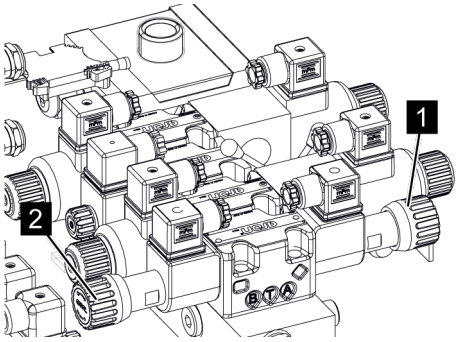

Fig. 94: Activating function
6. *For **outrigger operation**, screw the valve (*Fig. 94*/1) in clockwise up to the stop.*
*For **platform operation**, screw the valve (*Fig. 94*/2) in clockwise up to the stop.*
> *Always screw in only one valve (Fig. 94/1 or 2). The other one must be unscrewed.*